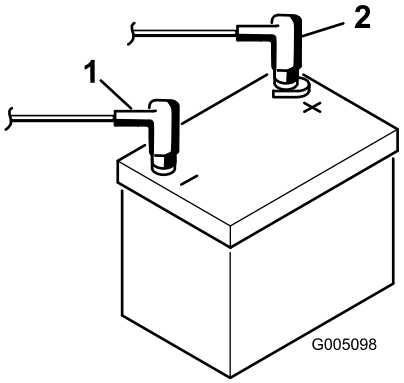

Figur 8
9. Slut pluskablet (rødt) til pluspolen (+) og minuskablet (sort) til minuspolen (-) på batteriet, og fastgør dem med bolte og møtrikker (Figur 8). Skyd gummikappen ind over pluspolen for at forhindre eventuel kortslutning.